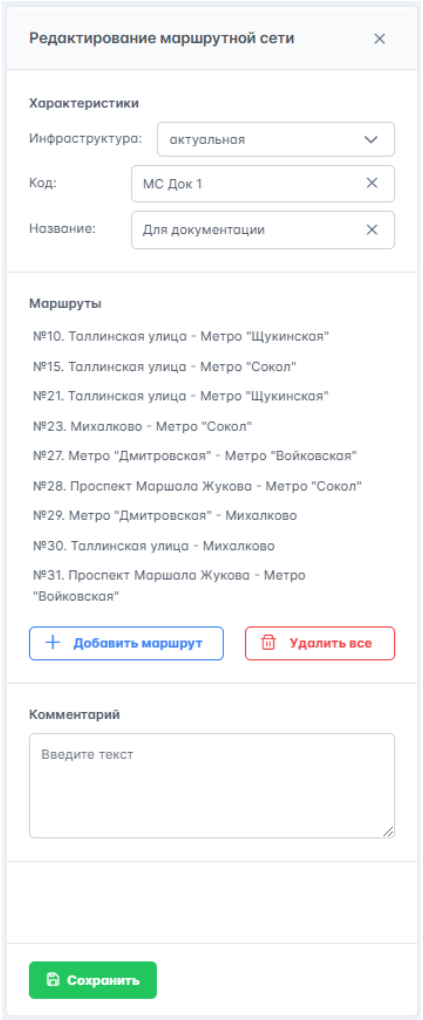

Рисунок 31 – Редактирование МС
2. В таблице данных блока МС текущей инфраструктуры в столбце "Опции" для МС, по которой не создано ни одного проекта расписания, нажать на , произойдёт переход на страницу "Маршрутная сеть" и справа от таблицы данных откроется окно редактирования МС (рисунок 31).